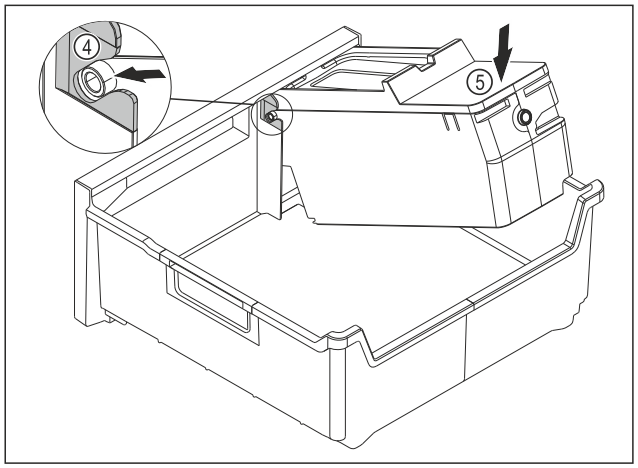

Fig. 149
▶ Montering af EasyTwist-Ice-legemet: Skub EasyTwist-Ice-legemets akser ind i føringerne *Fig. 149 (4)*.
▶ Tryk EasyTwist-Ice-legemet *Fig. 149 (5)* ned bagtil.